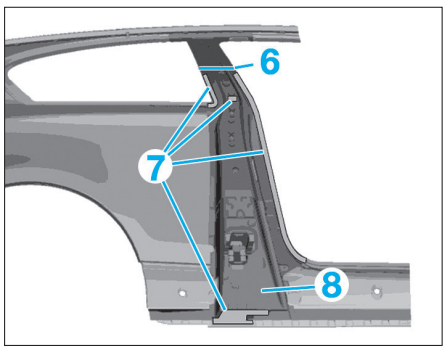

FIG. 27
• Tracer la ligne de coupe (6) **(Fig.27)** d'après la découpe du véhicule.